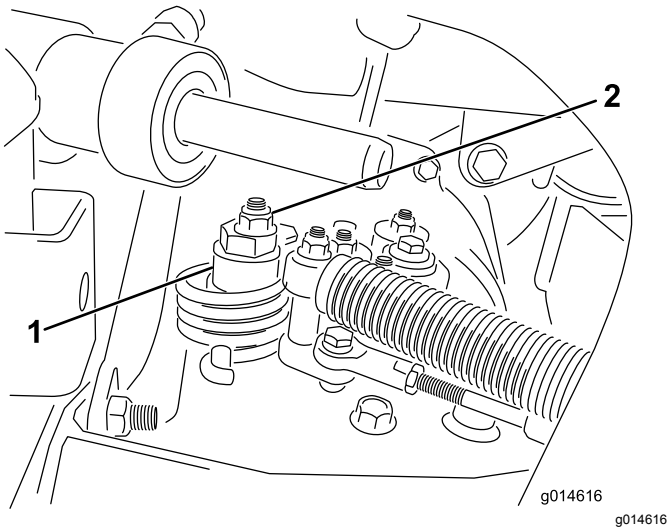

Rysunek 34
A. Poluzuj nakrętkę mocującą mimośród do górnej części higrostatu (Rysunek 34).
C. Obracaj mimośrodem, aż ustanie powolny ruch w każdym kierunku. Gdy koło przestanie obracać się, dokręć nakrętkę, blokując mimośród i regulację (Rysunek 34). Sprawdź prawidłowość wyregulowania, ustawiając dźwignię przepustnicy w położeniu NISKICH i WYSOKICH obrotów.